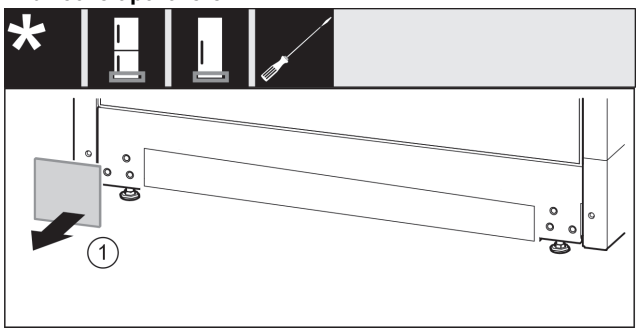

Fig. 19
▶ Scoateți capacul *Fig. 19 (1)*.